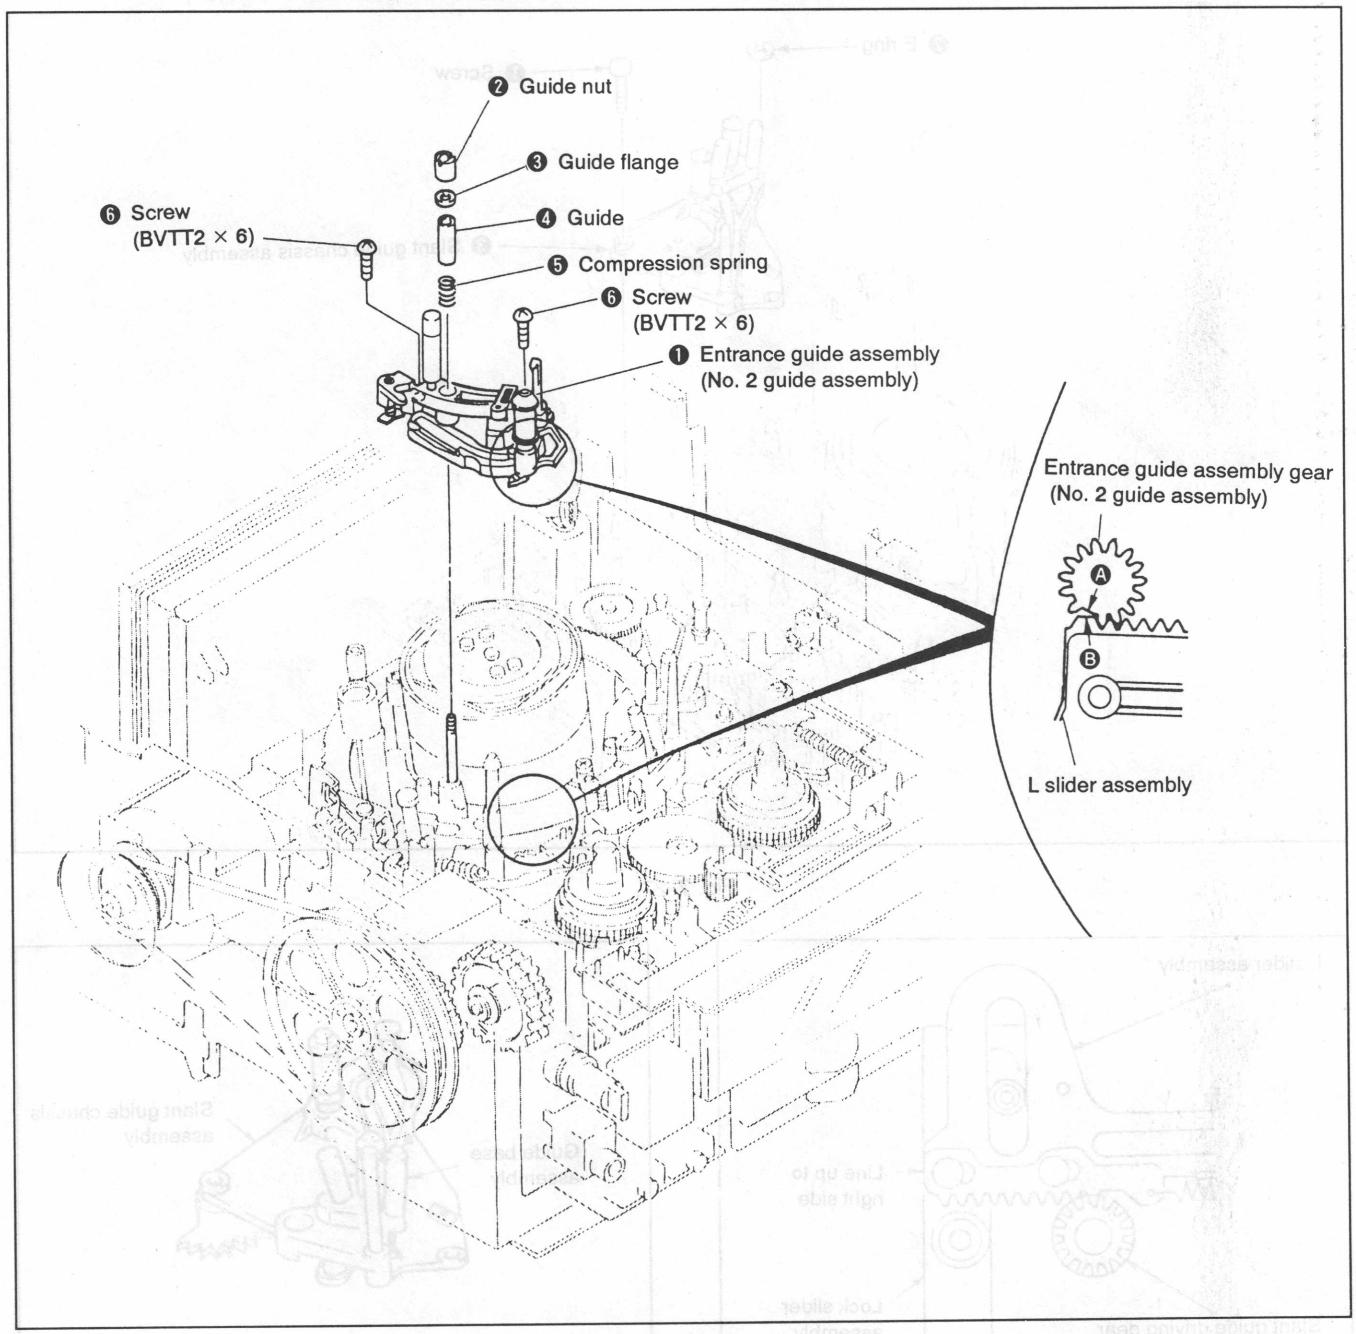

Fig. 7-30.
1. Removal (See Fig. 7-30.)
2. Mounting (See Fig. 7-30.)